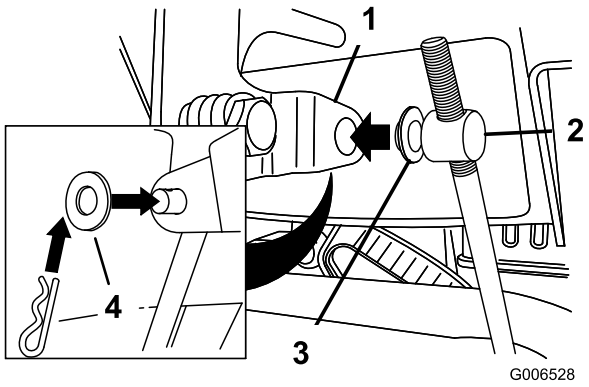

Figur 11
3. Fjern låseclipsen og den ydre skive fra drejetappen på den øverste ende af hastighedskontrolstangen (Figur 11).
Bemærk: Lad den flade skive sidde på drejetappen for at lette monteringen (Figur 11).
6. Løft hastighedskontrolstangen, og sæt drejetappen ind i åbningen i hastighedsvælgerstangen (Figur 11).
B. Tag drejetappen af hastighedsvælgerstangen (Figur 11).
C. Drej drejetappen nedad (med uret) på hastighedskontrolstangen (Figur 11).